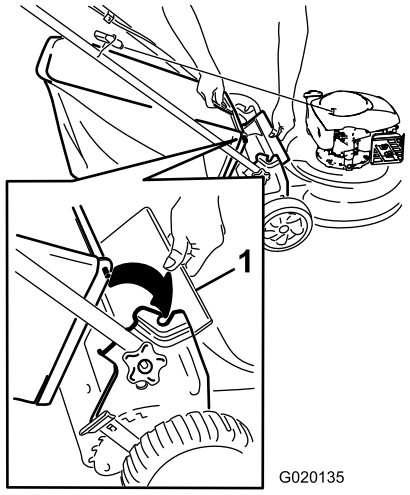

Figur 15
1. Løft opp gressavlederen (Figur 15).
2. Sett gressposehåndtaket inn på hakkene på håndtaksbrakettene, og påse at den sitter trygt på plass (Figur 15).